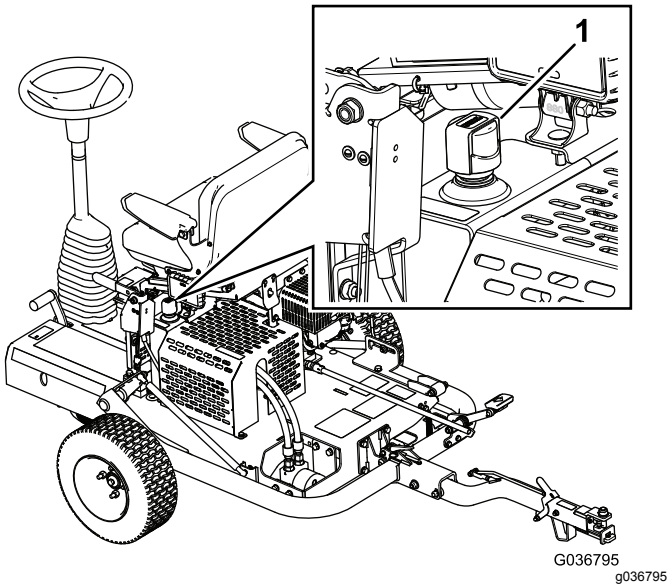

Figuur 20
3. Verwijder de dop van de hydraulische tank en controleer het vloeistofpeil op de peilstok (Figuur 20).